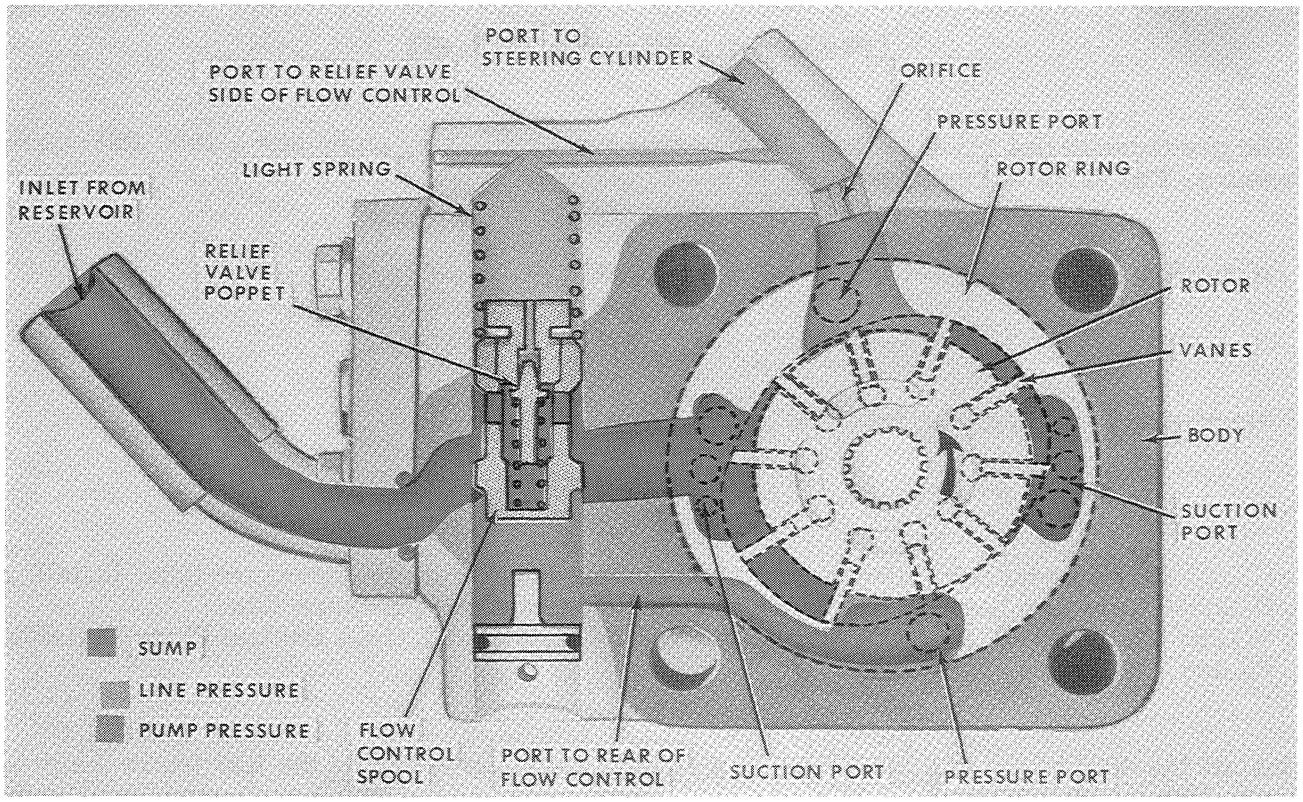

Figure PP-4
2. Figure PP-4, illustrates the oil flow at high (idle) pump speed. The fluid is drawn in by the rotor vanes at the suction port and delivered to the pressure port. From the pressure port the fluid is then directed to the following: